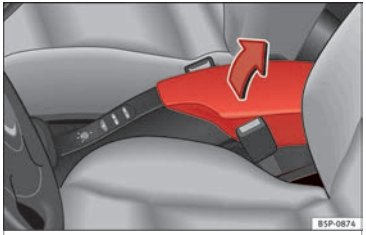

Fig. 84 Front armrest with storage compartment.
– To open the storage compartment, lift the armrest up in the direction of the arrow ››› Fig. 84 and then lift the cover.